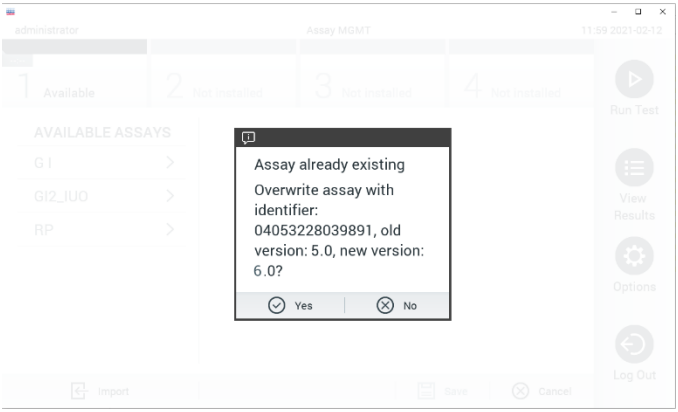

Рисунок 56. Диалоговое окно, отображаемое при обновлении версии ADF
6. Может быть отображено диалоговое окно подтверждения замены текущей версии новой. Нажмите **Yes** (Да), чтобы произвести замену (рисунок 56).